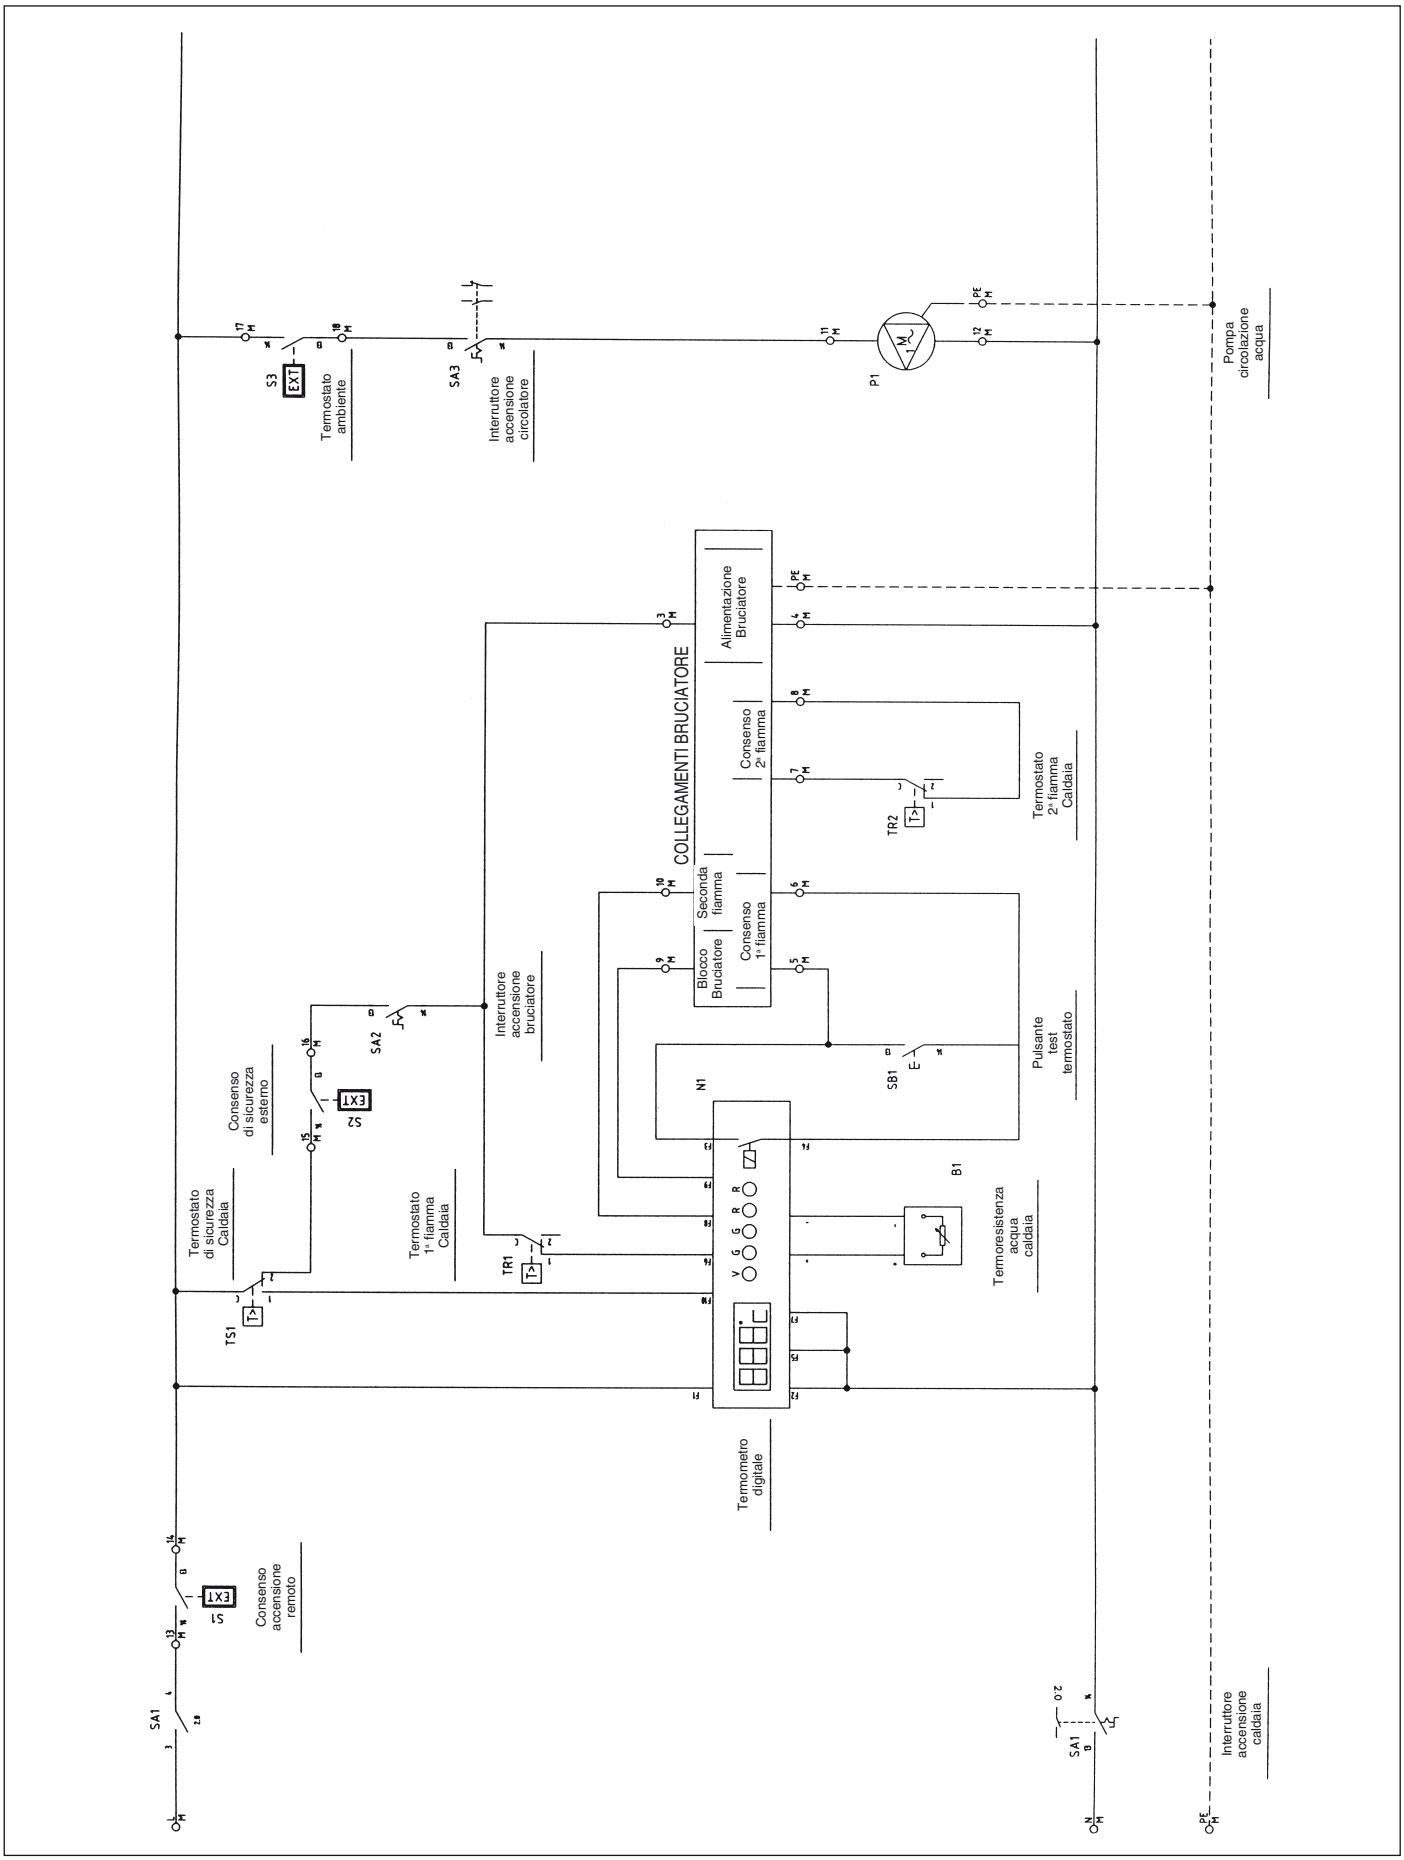

Fig. 17
6.4 Schema elettrico per bruciatore e pompa monofase (Fig. 17)